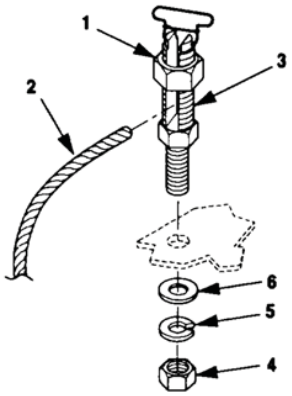

Figure 1. Ground Stud Replacement.
1. Loosen nut (Figure 1, Item 1) and remove ground wire (2) from ground stud (3).
2. Remove nut (4), lockwasher (5), flat washer (6), and ground stud (3).